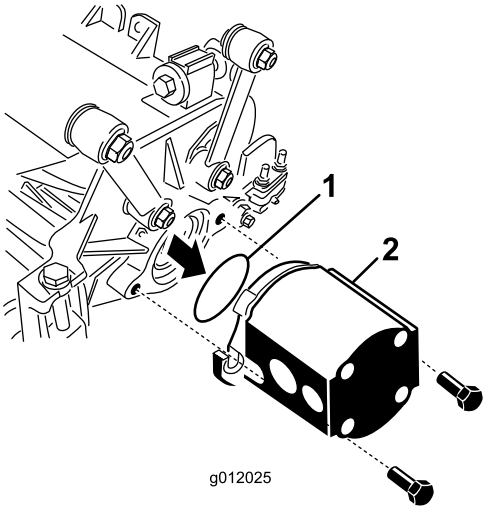

Figuur 24
5. Plaats de O-ring (meegeleverd met het maaidek) op de flens van de aandrijfmotor (Figuur 24).
6. Monteer de motor op het aandrijfuiteinde van het maaidek en zet deze vast met de twee bijgeleverde tapbouten (Figuur 24).